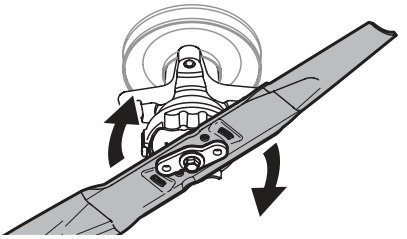

Fig. 53
5. Gire la cuchilla en sentido de las agujas del reloj para alinearla con el adaptador de cuchilla (Fig. 53 en la página 71).